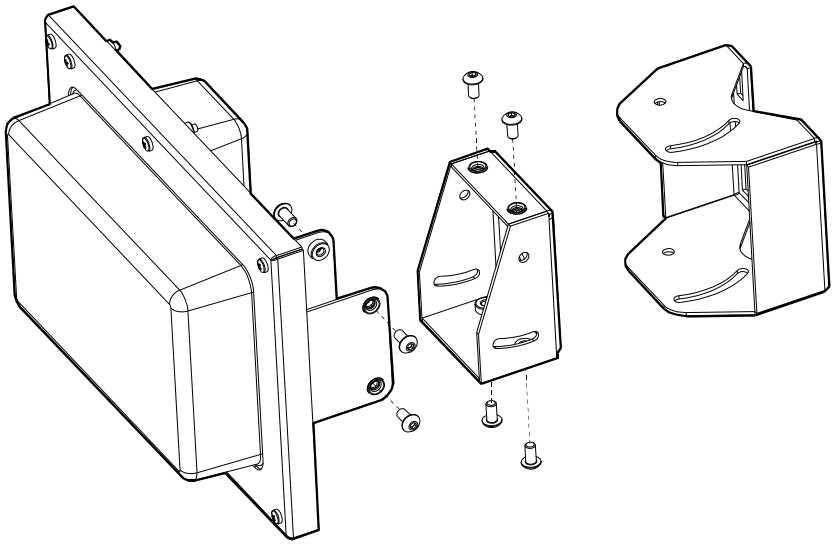

Рис. 7
1. Определить место установки блоков извещателя на объекте, с учетом ограничений раздела 3.1(стр. 15). Установка каждого блока на столбе требует применения двух кронштейнов (кронштейн 1 и кронштейн 2) и двух хомутов (Рис. 7).